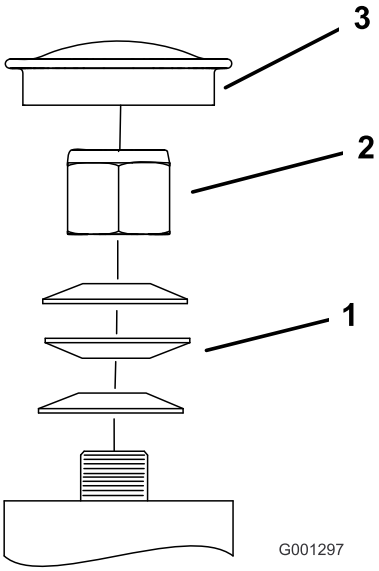

Figur 52
3. Fjern støvkoppen fra styringen og trekk til låsemutteren (Figur 52).
4. Trekk til låsemutteren inntil fjærskivene er flate og gå deretter tilbake 1/4 omdreining for å stille forhåndsbelastningen på lagrene korrekt (Figur 52).
Viktig: Påse at fjærskivene er montert korrekt slik det vises i Figur 52.
5. Sett på støvkoppen (Figur 52).